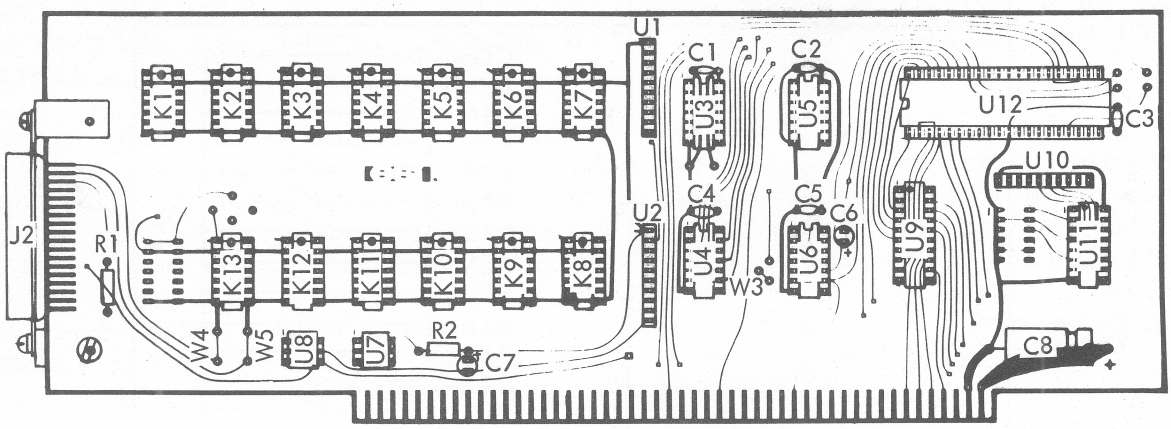

Figure A-3. Handler Interface Circuit Card
STEP 3. Locate and cut the connecting stripes labeled W4 and W5 in Figure A-3.